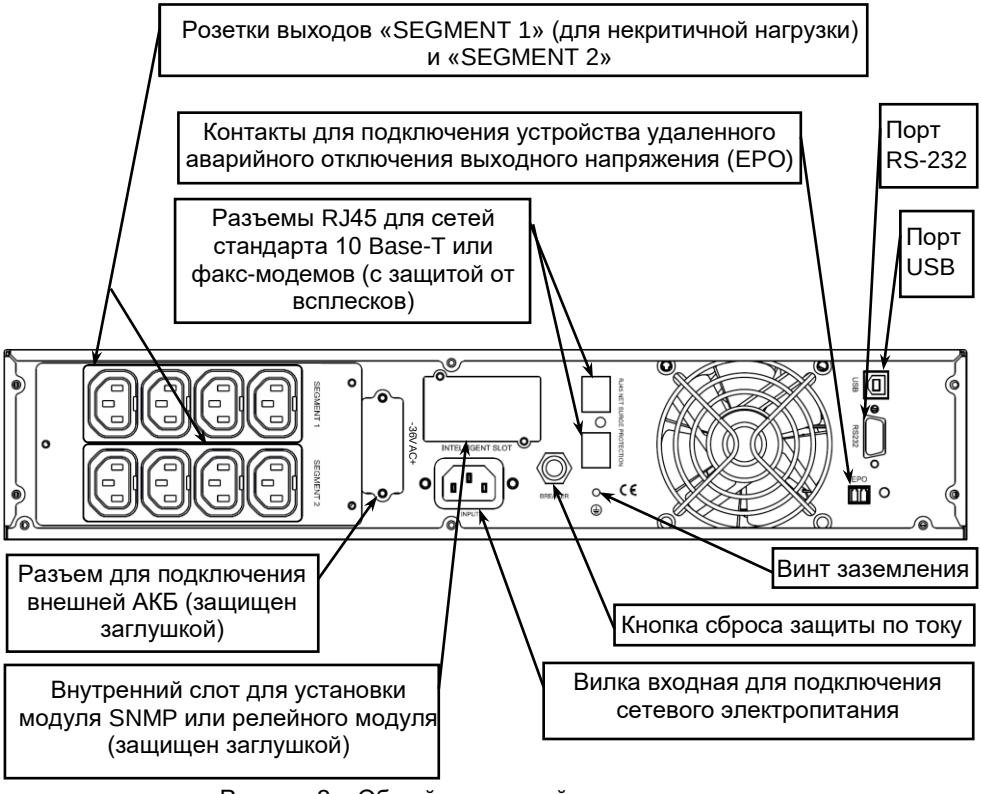

Рисунок 2 – Общий вид задней панели изделия
На задней панели изделия расположены: входной и выходные разъемы, разъем для подключения внешней аккумуляторной батареи, кнопка сброса срабатывания защиты по току (срабатывание защиты происходит при превышении уровня входного тока выше допустимого), вентиляторы охлаждения и разъемы коммутационных портов (см. рисунок 2).
Разместите изделие в шкафу и закрепите его на передних стойках. Соедините винт заземления изделия (см. рисунок 2) с контуром заземления телекоммуникационного шкафа перемычкой заземления (в комплект поставки не входит).
- Подключить к выходным розеткам изделия кабели питания нагрузок (см. рисунок 2).